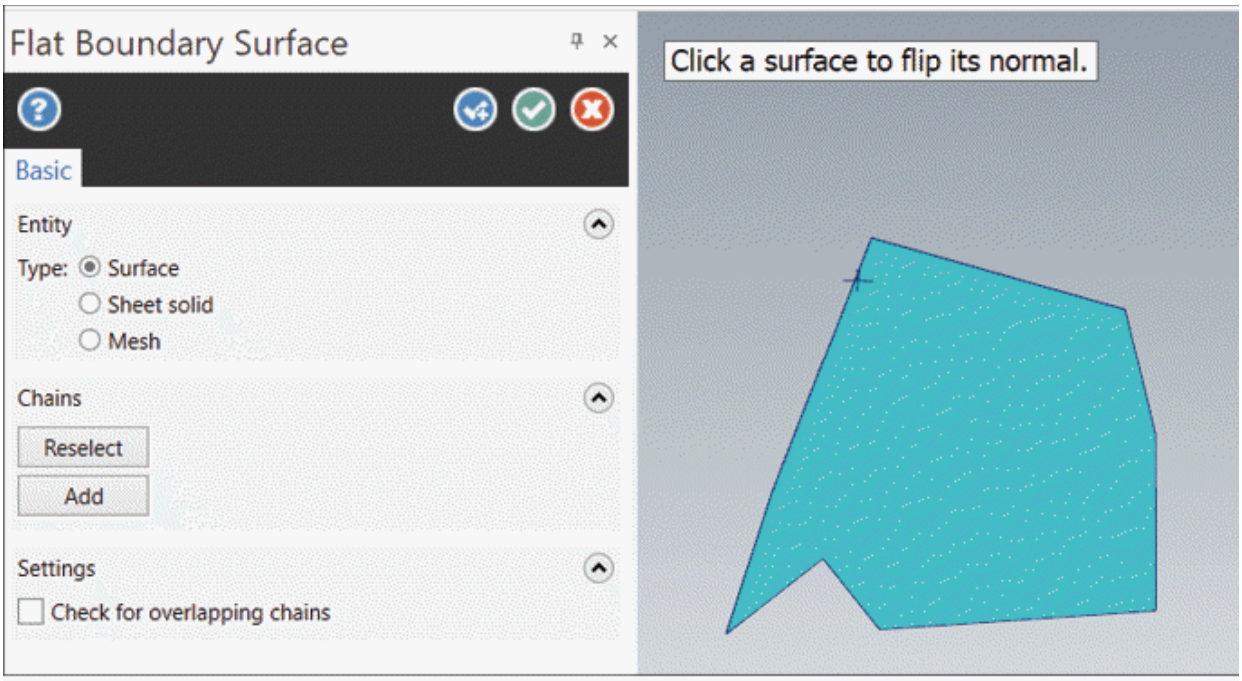

Figure-14. Preview of flat boundary surface
- Select the chain of entities and click on the **OK** button from the **Wireframe Chaining** selection box. Preview of flat boundary surface will be displayed; refer to Figure-14.